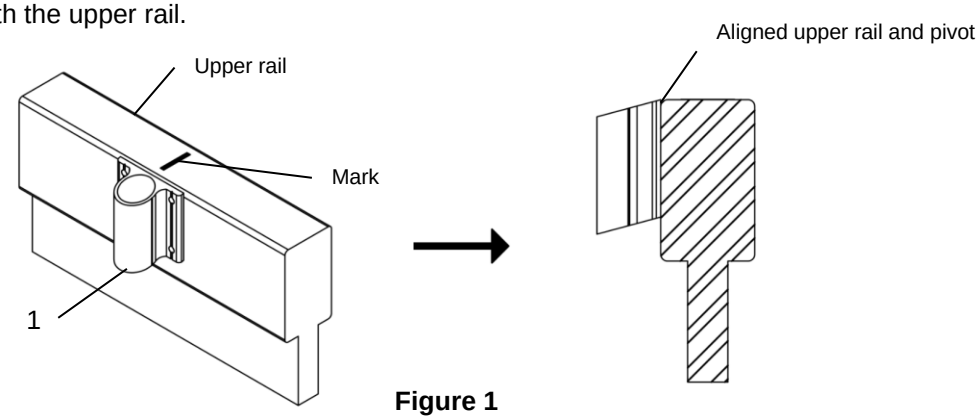

Figure 1
1. **Figure 1.** Align the center of the cross-bow pivot (1) with the mark previously made by hand.